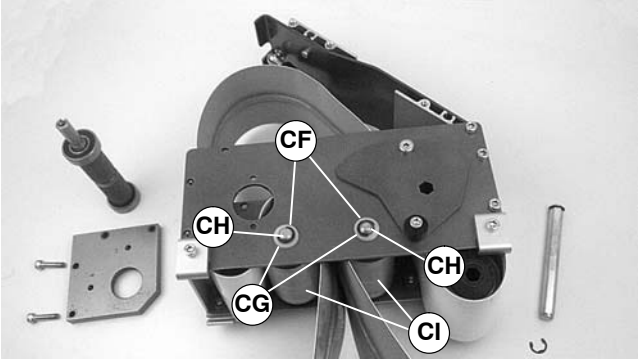

Figure 48
- For 2¨ (44 mm), 3¨ (70 mm) or 4¨ (95 mm) wide conveyor, detach E-ring clips (CF of Figure 48). Remove washers (CG). Remove pulley shafts (CH) and two pulleys (CI).